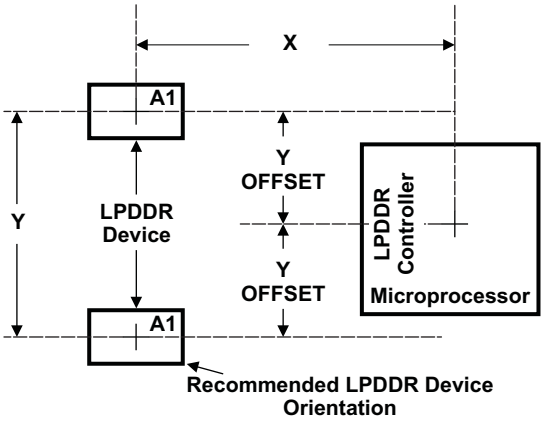

Figure 6-19. AM3517/05 and LPDDR Device Placement
Figure 6-19 shows the required placement for the microprocessor as well as the LPDDR devices. The dimensions for Figure 6-19 are defined in Table 6-16. The placement does not restrict the side of the PCB that the devices are mounted on. The ultimate purpose of the placement is to limit the maximum trace lengths and allow for proper routing space. For 1x16 and 1x32 LPDDR memory systems, the second LPDDR device is omitted from the placement.
(1) See Figure 6-19 for dimension definitions.
(2) Measurements from center of device to center of LPDDR device.
(3) For 16 bit memory systems it is recommended that Y Offset be as small as possible.
(4) LPDDR keepout region to encompass entire LPDDR routing area.
(5) Non-LPDDR signals allowed within LPDDR keepout region provided they are separated from LPDDR routing layers by a ground plane.